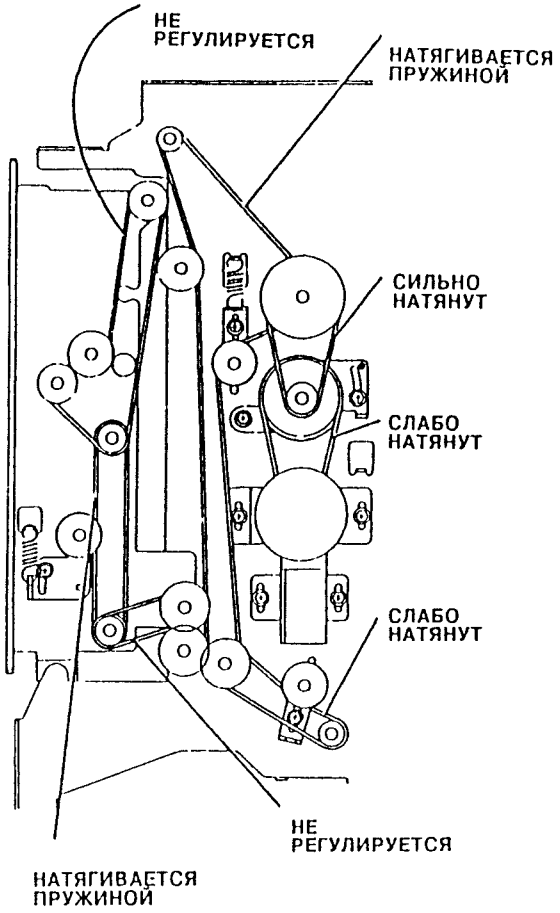

Рис. 1. Правильное натяжение ремней.
1. Правильное натяжение ремней показано на Рис. 1. Обратите внимание, что некоторые ремни не регулируются, а некоторые натягиваются с помощью подпружиненных промежуточных шкивов.